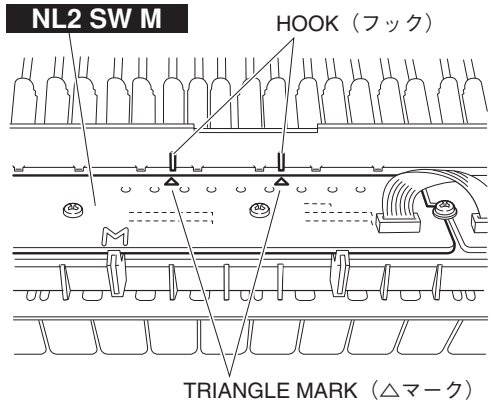

Fig. 31（図 31）
* ***When installing the circuit boards, set it under hooks to align the triangle marks of the circuit board and projection parts of the frame as shown in figure 31.***
※ **NL2 SW M シートを取り付ける際は、フレーム裏側にあるフック位置と基板の△マークが一致していることを確認してください。（図 31）**